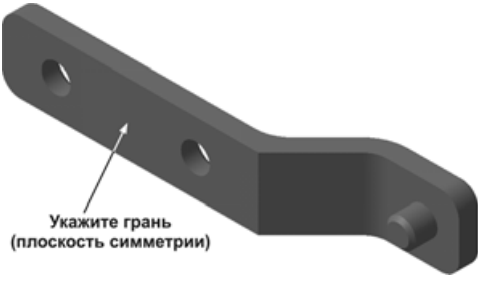

Рис. 5.101
- Откройте документ Рычаг.m3d из папки Упражнения. Это заготовка симметричной детали (рис. 5.101).
- Нажмите кнопку **Зеркально отразить все** . В окне детали укажите плоскую грань, которая является плоскостью симметрии (рис. 5.101).